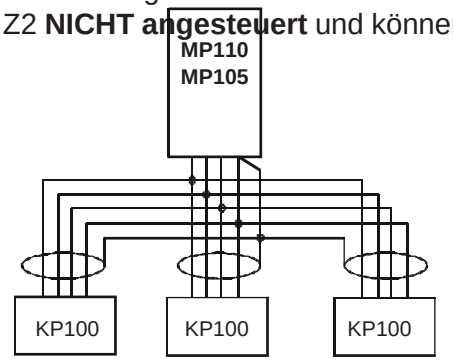
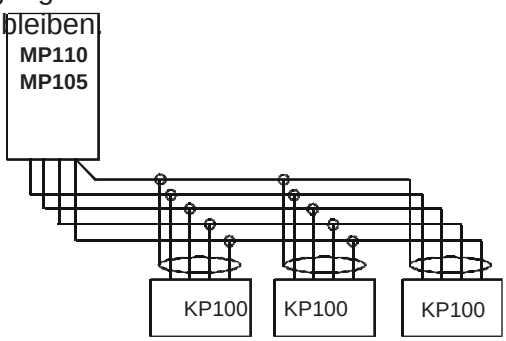

Abb.2
Abb.3
- Die Installation von mehreren Bedienteilen (max. 4) kann sternförmig (Abb. 2), in Reihe (Abb.3) oder als Mischung zwischen beiden erfolgen.